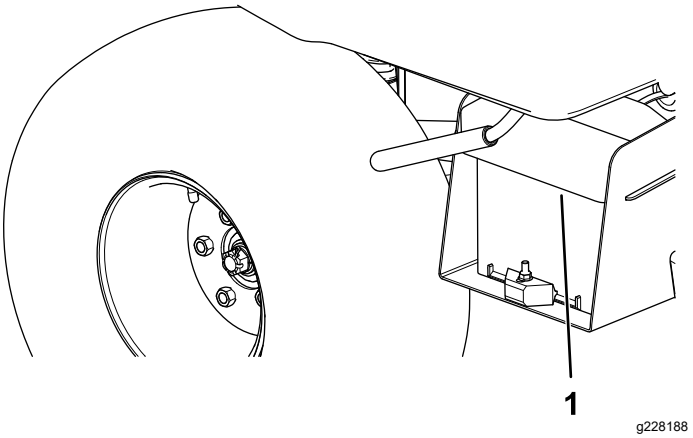

Figur 4
1. Klem batteridekselet for å løsne tappene fra batteribasen (Figur 4).
2. Fjern batteridekselet fra batteribasen (Figur 4).
6. Sett batteridekselet på batterikassen (Figur 4).
7. Klem batteridekselet, innrett tappene til batteribasen og slipp batteridekselet (Figur 4).